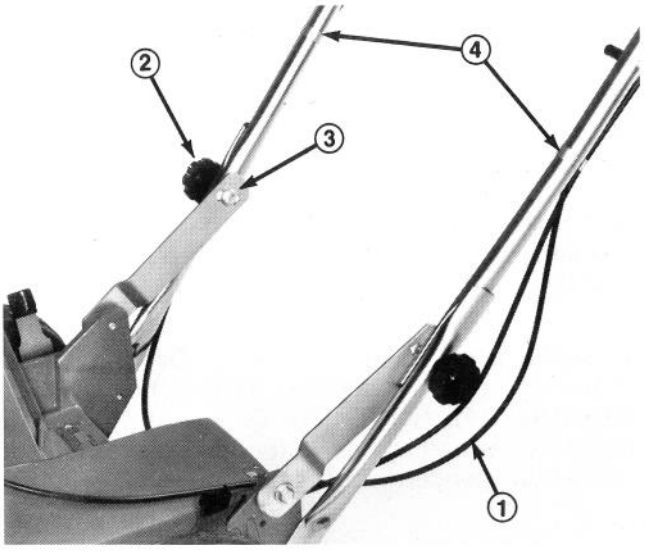

Afbeelding 2
2. Maak elke knop en handlebout één voor één los en verwijder ze. Wees er zeker van, dat de bedieningskabels zich achter en aan de binnenkant van de handles bevinden (Afb. 2). Breng het gat van de handleklink op één lijn met de gaten in de boven-en benedenhandles en bevestig handlebout en knop met de knoppen aan de buitenkant.